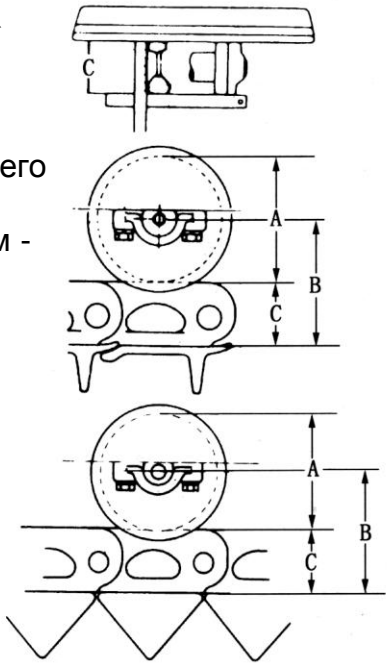

Рис. 4-51.
c) Измерение внешнего диаметра поддерживающего катка (Рис. 4-51).